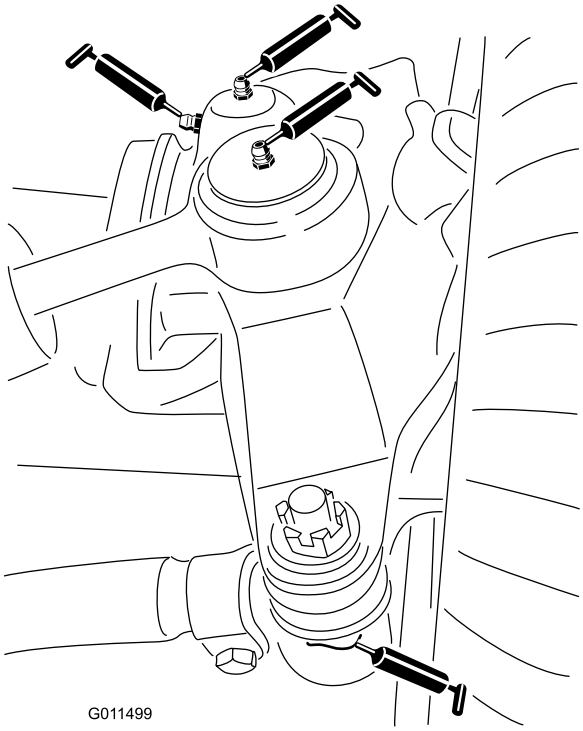

Figuur 37
- Kogelverbindingen van stuurcilinder (2) (Figuur 37)
- Kogelverbindingen van spoorstang (2) (Figuur 37)
- Lagerbussen van koppelpen (2) (Figuur 37).